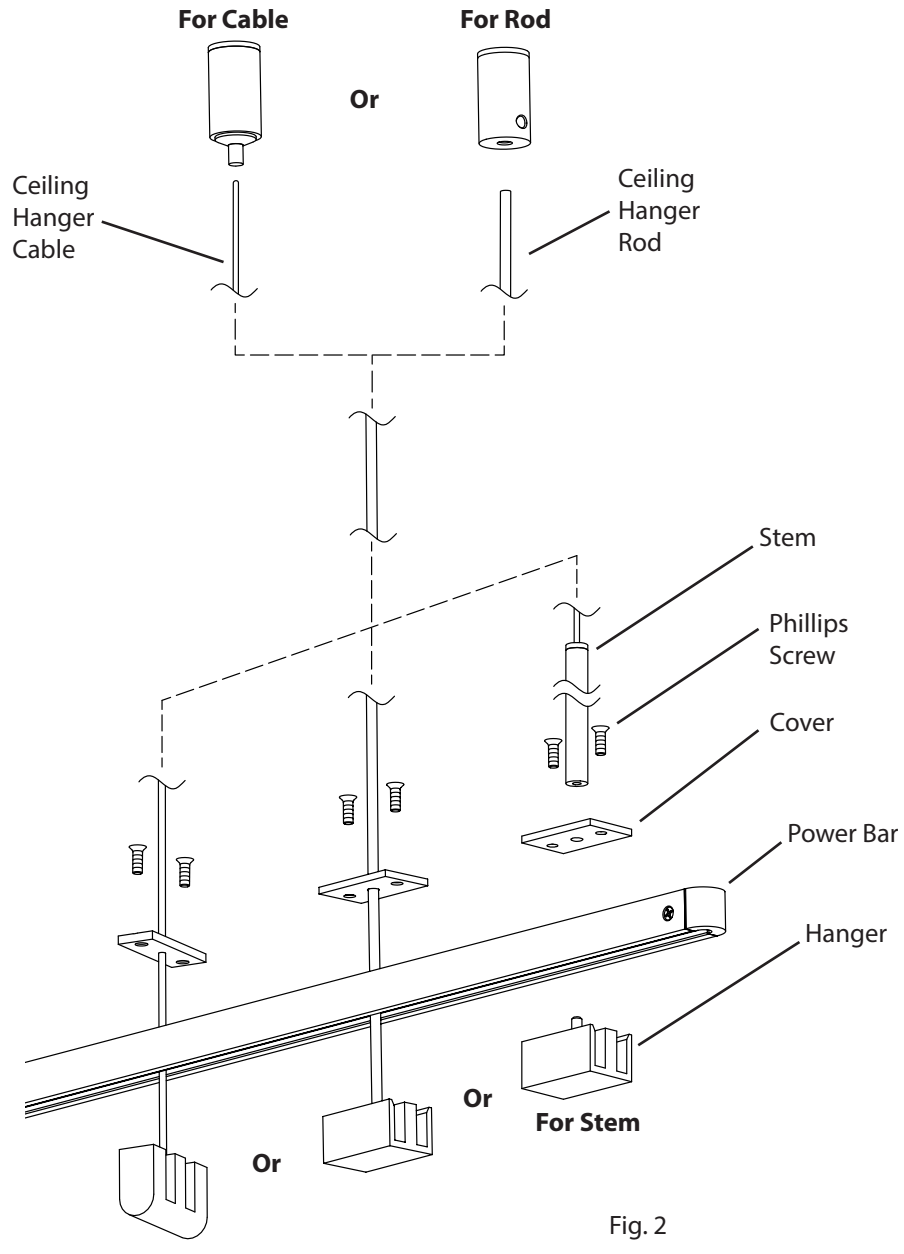

Fig. 2
b. For Cable Hanger: Insert **Cable** into Post, then adjust to the desired length: to shorten, push the Cable up; to lengthen, push in the **Plunger** while pulling down on the cable, release the Plunger to lock. Cut off the excess cable where it exits the Post (Fig. 2).